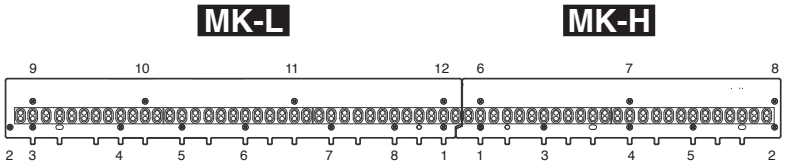

Fig.9（図 9）
* ***When installing the MK-L circuit board, tighten the screws 1 through 12 in numerical order. (Fig.9)***
* ***When installing the MK-H circuit board, tighten the screws 1 through 8 in numerical order. (Fig.9)***
* **MK-L シートを取り付ける時は、図 9 のMK - Lシート図の番号 1 ～ 12 の順にネジを締めて下さい。(図 9)**
* **MK-H シートを取り付ける時は、図 9 の MK-H シート図の番号 1 ～ 8 の順にネジを締めて下さい。(図 9)**